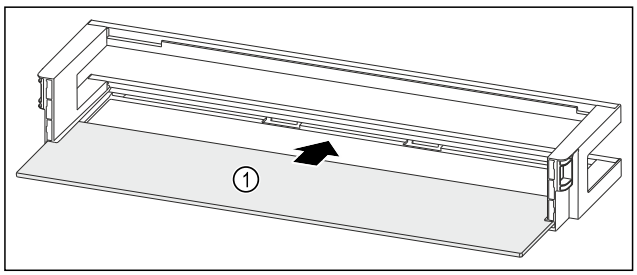

*Fig. 150 Raft montat pe ușă cu raft*
▶ Împingeți în interior raftul *Fig. 150 (1)* în degajările laterale.